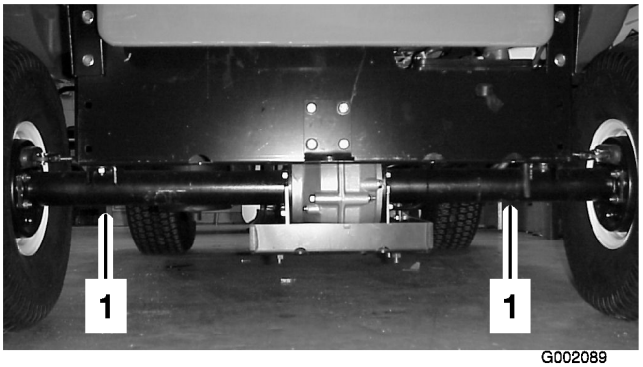
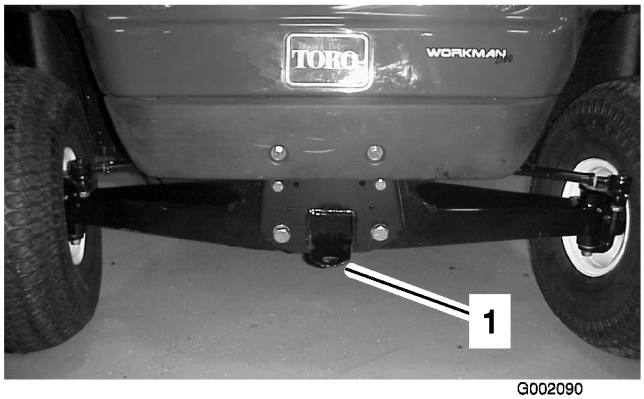

Figur 27
Figur 28
Hvis du skal flytte kjøretøyet over lange avstander, bør du bruke en tilhenger. Pass på at kjøretøyet er festet til tilhengeren. Se Figur 27 og Figur 28 for informasjon om festepunktene.
2. Fest et tau til tungen på frontrammen (Figur 28).